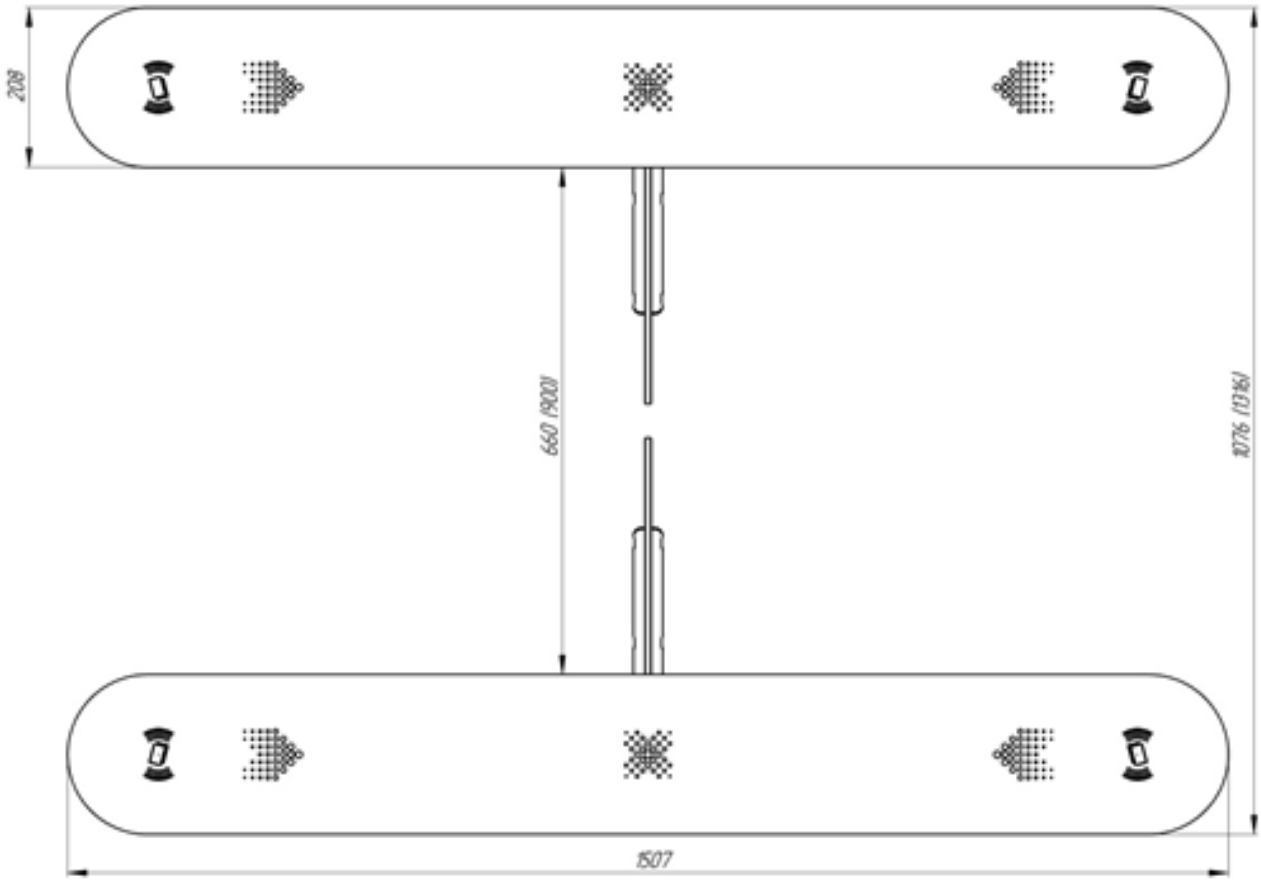

Рисунок 1 – Г габаритные размеры турникета.
3.3.4 Рисунок 1 – габаритные размеры турникета.